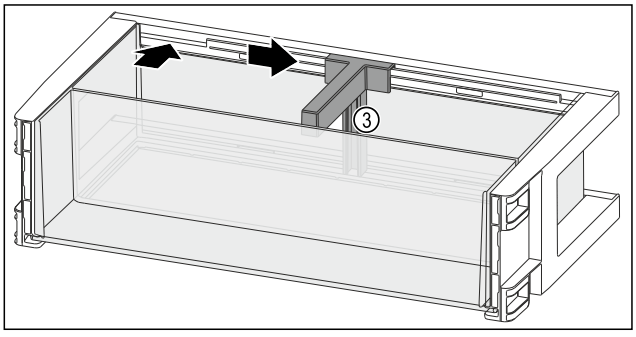

*Fig. 145*
- ▶ Inserte el soporte para botellas *Fig. 145 (3)* en la entalladura.
- ▶ Deslice el soporte para botellas *Fig. 145 (3)* hacia un lado a la posición deseada.